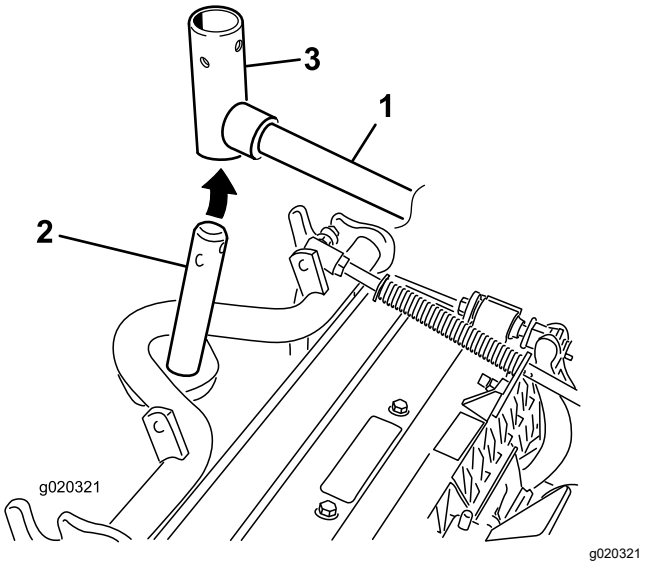

Figuur 7
8. Als u een voorste maai-eenheid monteert, moet u de maai-eenheid onder de hefarm schuiven, terwijl u de as van het draagframe in het juk van het draaipunt van de hefarm steekt (Figuur 7).
B. Plaats het juk van de hefarm op de as van het draagframe (Figuur 7).